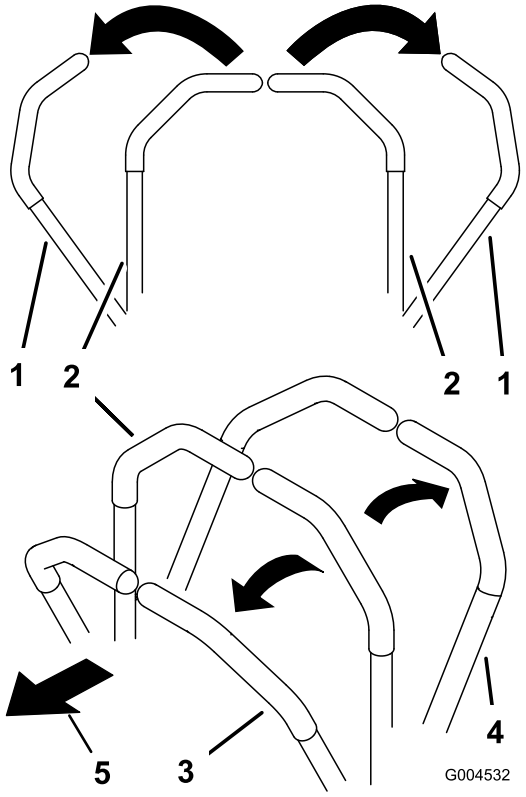

Figur 18
3. Kör framåt genom att försiktigt föra rörelsereglagespakarna framåt (Figur 18).
Kör rakt bakåt genom att trycka lika mycket på båda rörelsereglagespakarna (Figur 18).
För att svänga vrider du rörelsereglagespaken mot neutralläget i den riktning du vill svänga (Figur 18).
2. Backa genom att försiktigt dra rörelsereglagespakarna bakåt (Figur 18).
För att svänga lättar du på trycket på den rörelsereglagespak som är närmast det håll som du vill svänga åt (Figur 18).